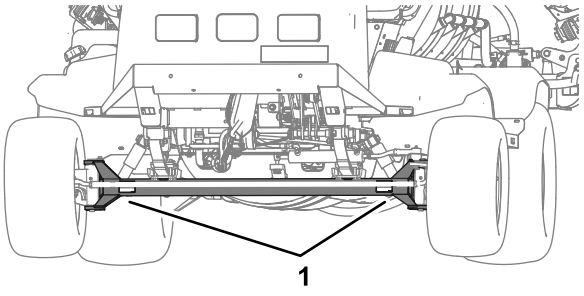
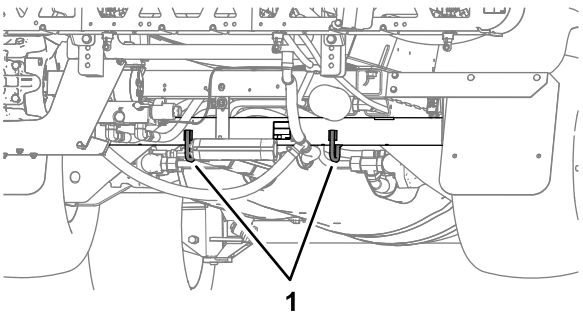

Figur 53
Figur 54
- Spänn fast maskinen så att den sitter säkert på transportfordonet. Maskinens fästpunkter visas i Figur 53 och Figur 54.